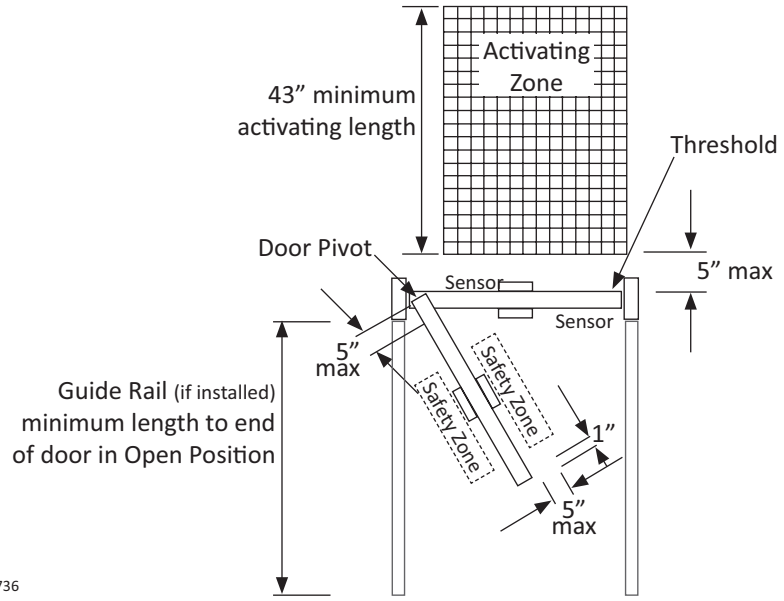

Figure 2 Walk through Activation Zone
b. If the door is equipped with a door mounted presence sensor, the door may start to open but should reverse, stop, or slow down. Please see Figure 2.